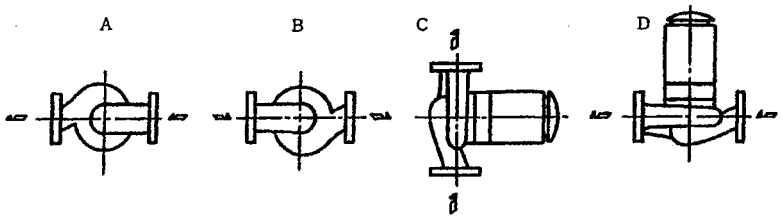
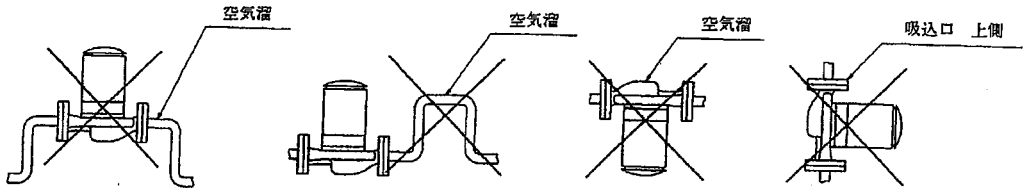

図2
図3
(1) ポンプは配管に対して図2のA～Dまでのいずれかの方向で据付けてください。図3のような配管はできません。